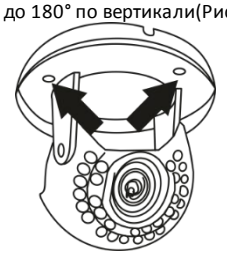

Рис. 3.
- Установить монтажную площадку (1) на заранее подготовленные отверстия и прикрутить к поверхности (Рис. 3.).